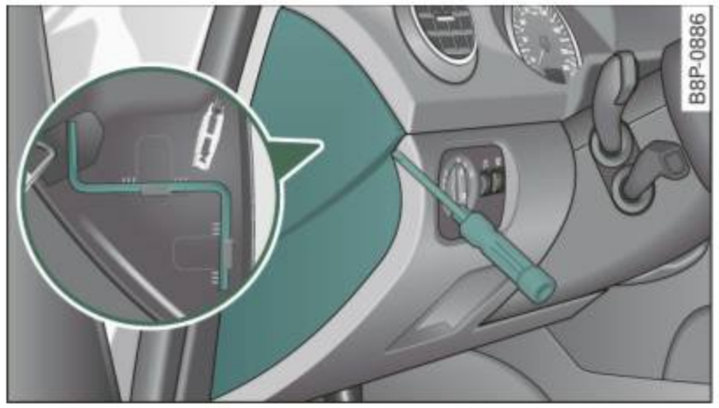

Fig. 44 Left end face of the instrument panel: fuse cover with hand crank
- Use the screwdriver to remove the fuse box cover ⇒ fig. 44.
- Install the end of the screwdriver handle onto the short side of the crank to help you turn it ⇒ fig. 44 (1).
- Return the crank to its location in the fuse box cover ⇒ fig. 44 and install the cover.